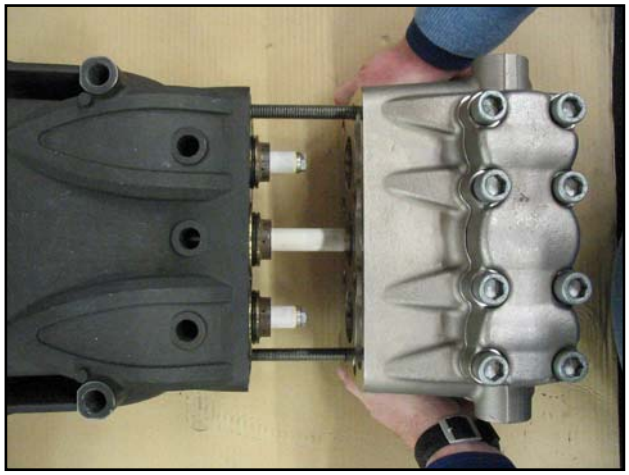

fig. 33
B) Lubricate components ②③⑤ with OCILIS silicone grease code 12001600; this operation is also deemed necessary to facilitate adjustment of the lip seal on the piston.
2. Using two screws – service pins (code 27726000), fasten the casing as indicated in fig. 33. Position the complete head, making sure that it is centred only on the central piston.